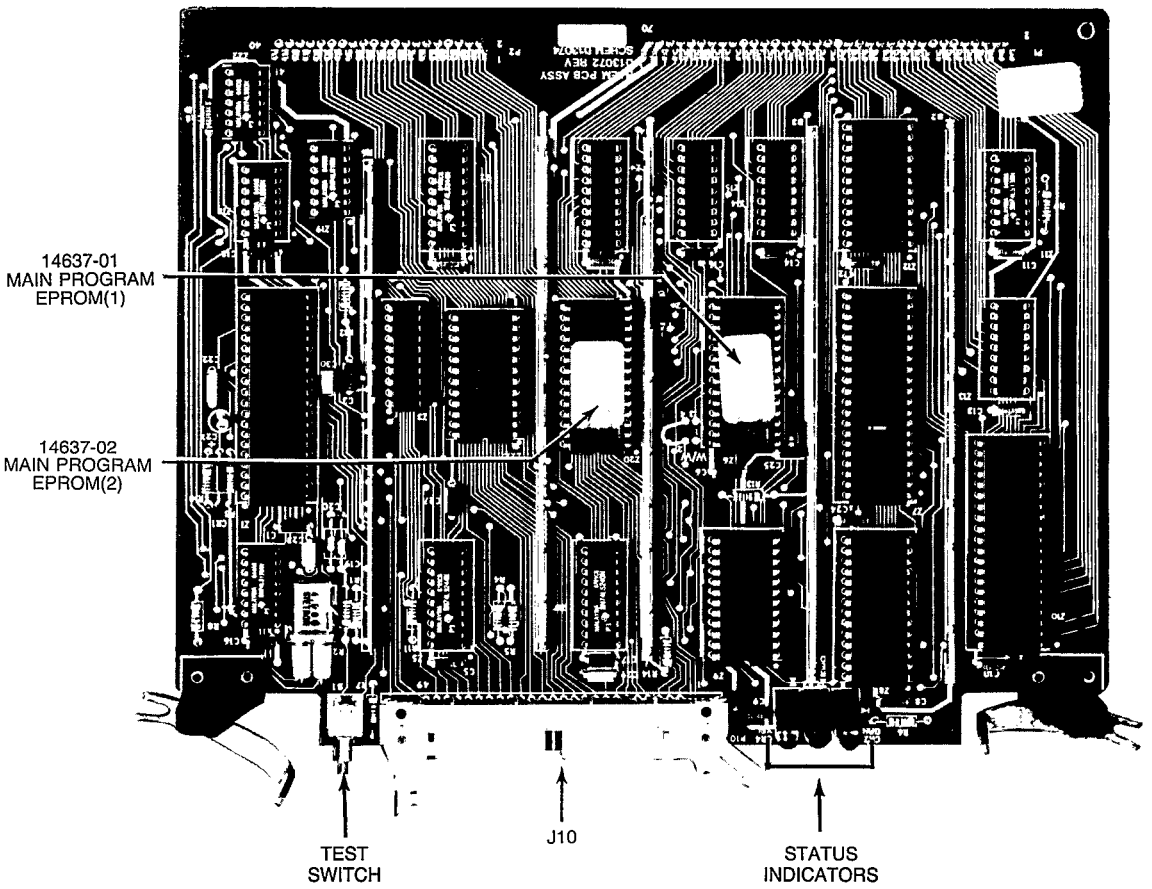
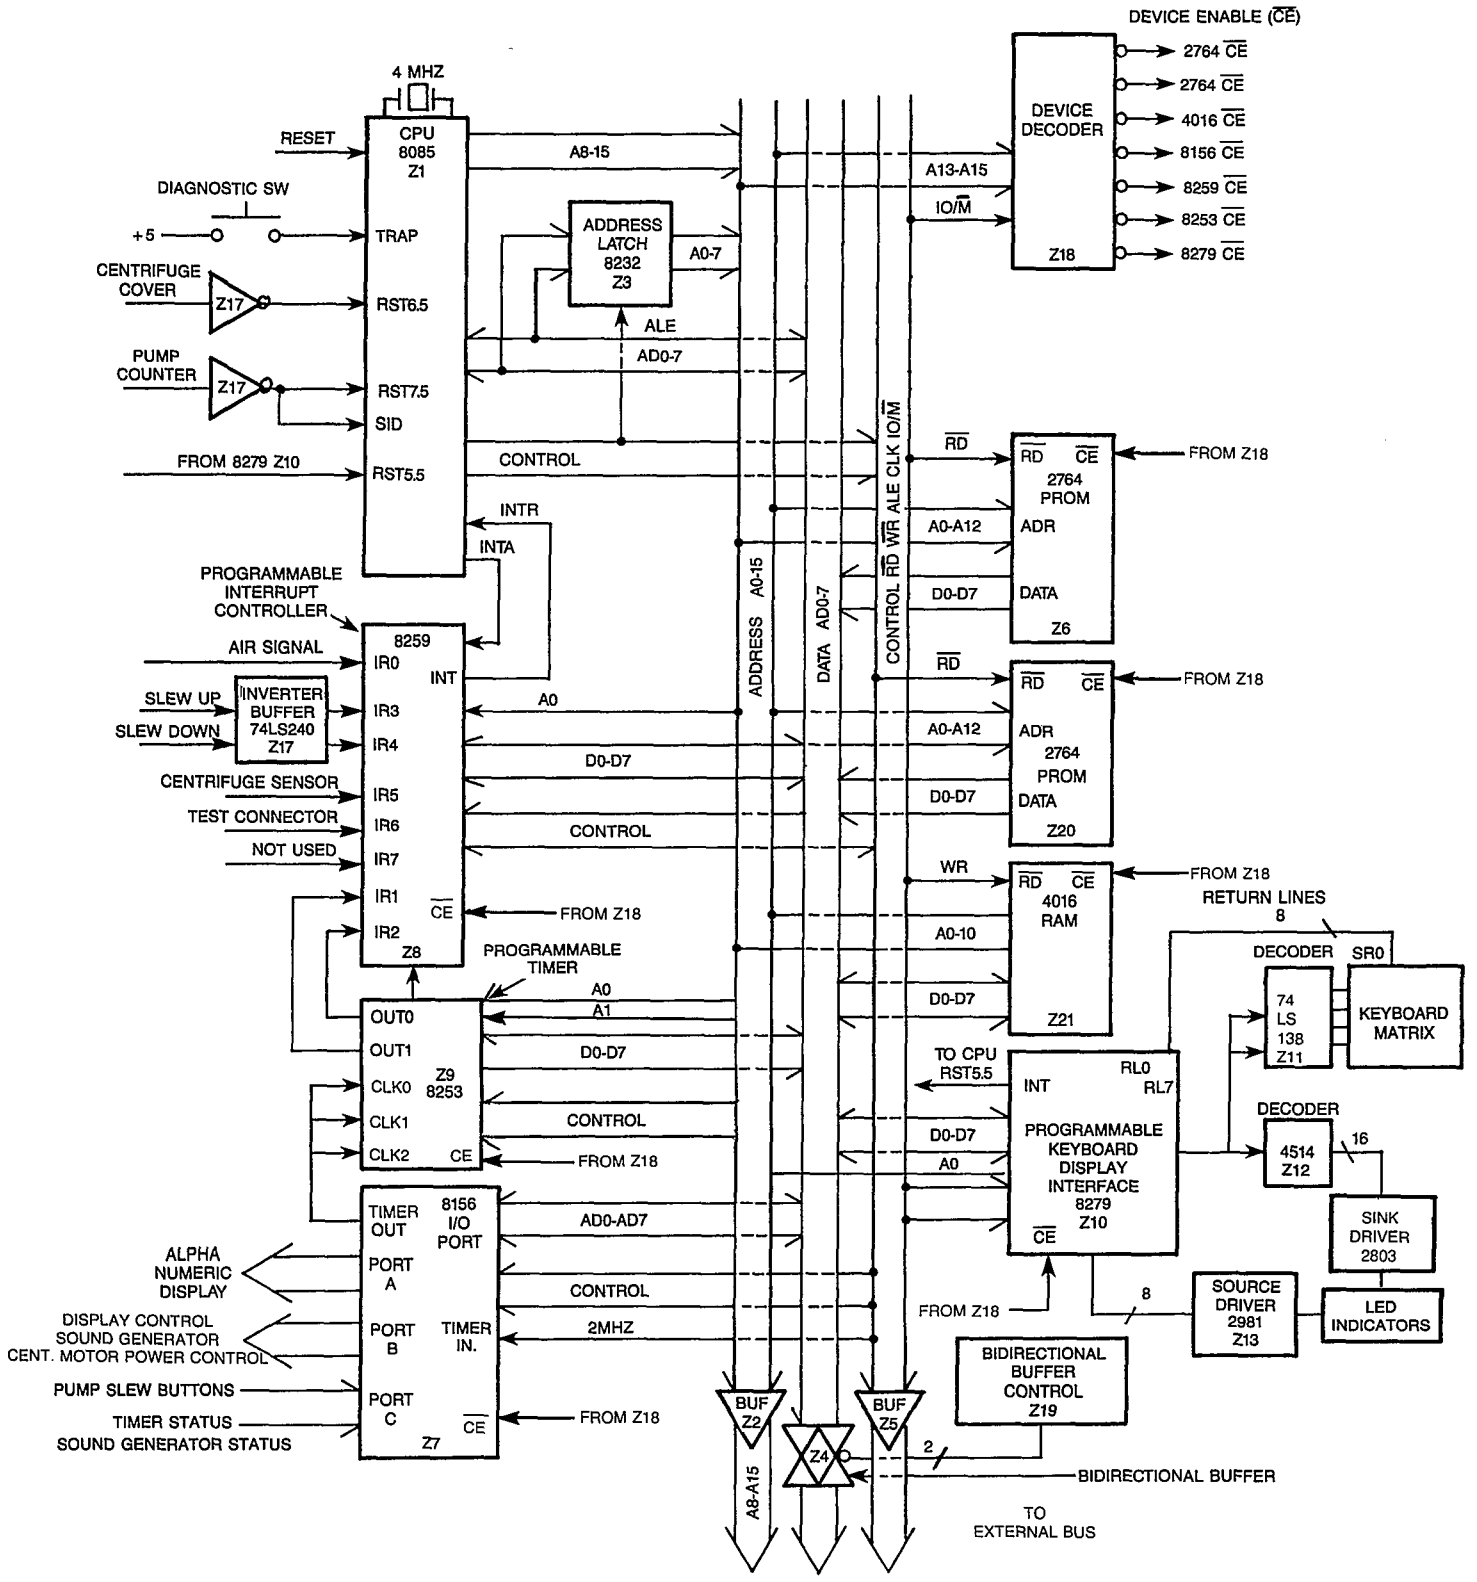

Figure 2-6, Central Processing Unit (CPU) board
Figure 2-7, CPU pcb functional block diagram
2.5.2 CPU printed circuit board (Part No. 13072-00) (See Figure 2-6.) This assembly contains the system CPU including processor, program memory, timers, interrupt control, I/O capacity, expansion bus and status indicators. A functional block diagram of the CPU board is provided as Figure 2-7.